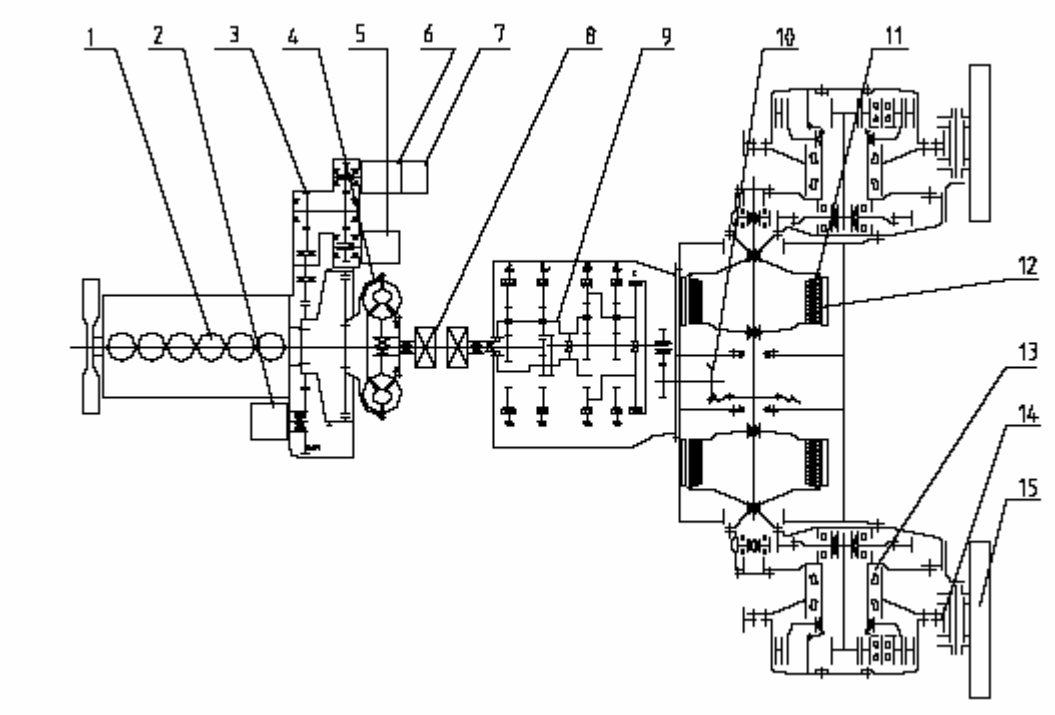

Рисунок 1-4
1.2.12.Принципиальная схема трансмиссии (рисунок 1-4)